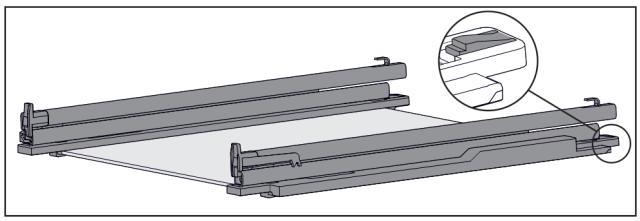

Fig. 126 Glass shelf with rails and retaining parts
▶ Press down retaining part at the rear (see Fig. 126) and at the same time push the rail back.